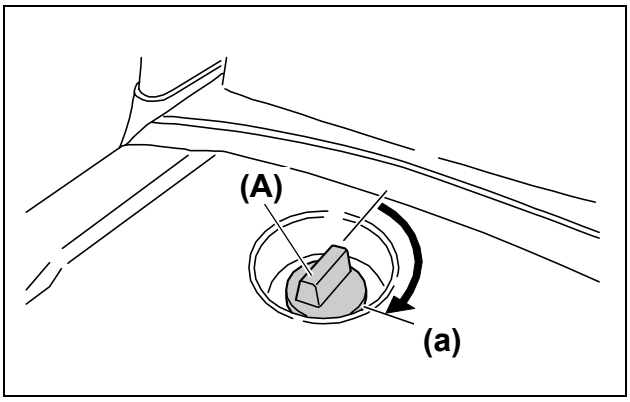

Fig. 1
1. Turn the engine hood latch knob **(Fig. 1, (A))** clockwise while pushing hood toward the dashboard area.